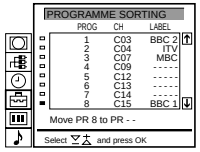

**Fig. 14**
**3** Select "Programme Sorting" with >+ or ?– and press OK. The PROGRAMME SORTING menu appears. (See Fig. 14.)